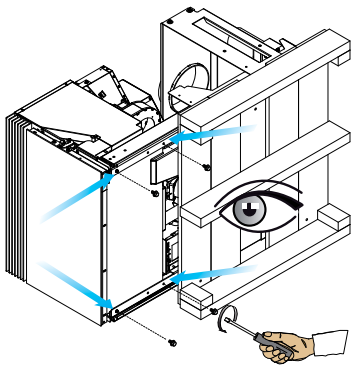
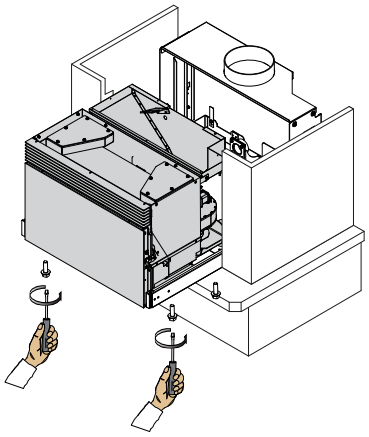

fig. 6.1.5
fig. 6.1.11
5) Desatornillar los pernos de fijación de los raíles ubicados bajo la máquina (fig. 6.1.5).
11) Montar nuevamente los pernos de fijación que antes se habían retirado según la fig 6.1.5 (fig. 6.1.11)